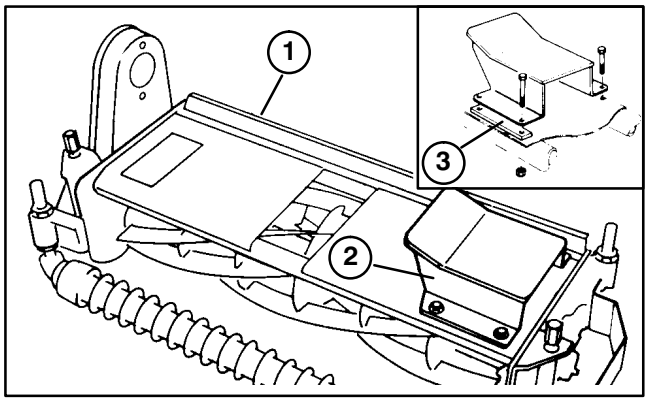

Figure 3
3. On the #2 and #3 cutting units, remove (4) cover capscrews located at the outside end of the cutting unit drive housing Discard cover screws. Mount a tipper bracket to each cutting unit with (4) capscrews and locknuts. A spacer must also be installed under front of each tipper bracket if cutting unit is to be equipped with fixed head mounting kits (Fig. 3).